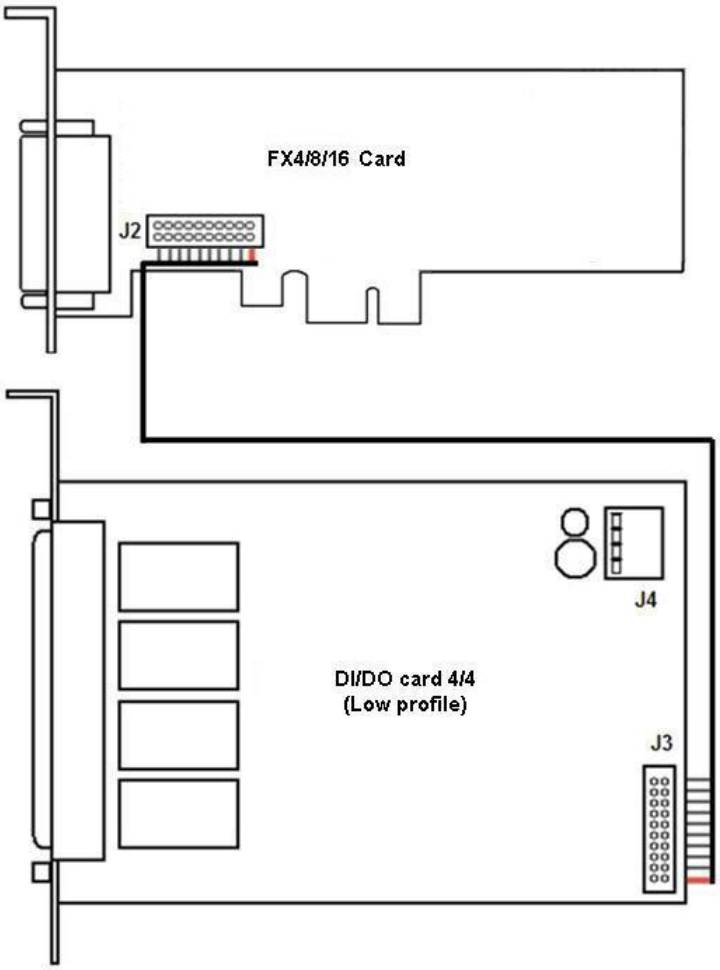

Figure 2.4—14 Diagram of the 4/4 DI/DO (low profile) card connection to FX4/8/16 cards
3. Connect the cable of computer PSU (disk drive power supply) to J4 connector (Figure 2.4—13) of the 4/4 DI/DO (low profile) card.